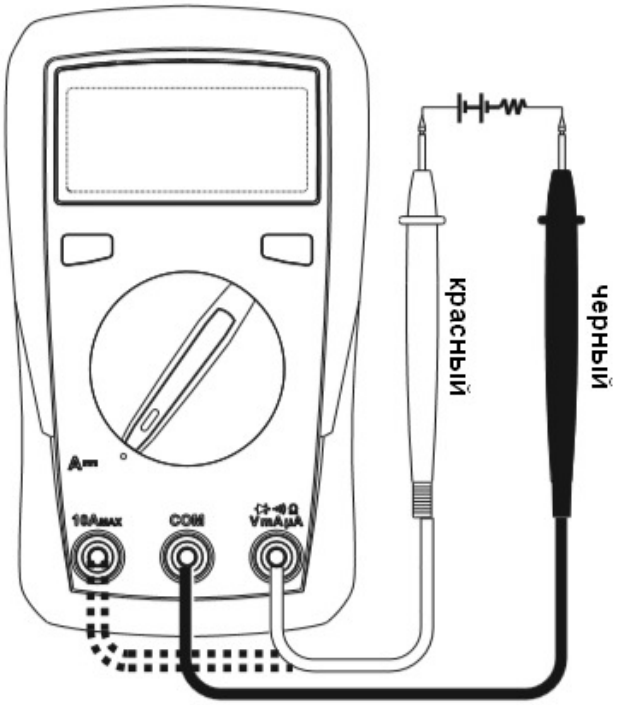

Рисунок 4
8.6. Измерение постоянного тока *(см. рисунок 4)*
8.7. Измерение переменного тока (только в модели UT33A+) *(см. рисунок 4)*